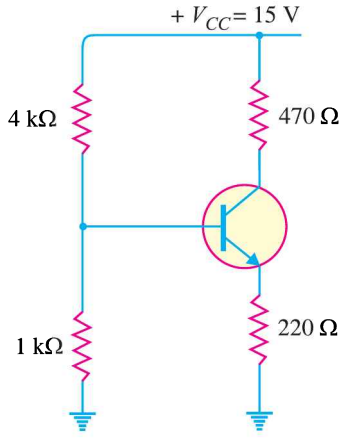

Fig. 9.50
7. In the transistor circuit shown in Fig. 9.50, find the operating point. Assume the transistor to be of silicon. **[I_C = 10.5mA, V_{CE} = 7.75V]**